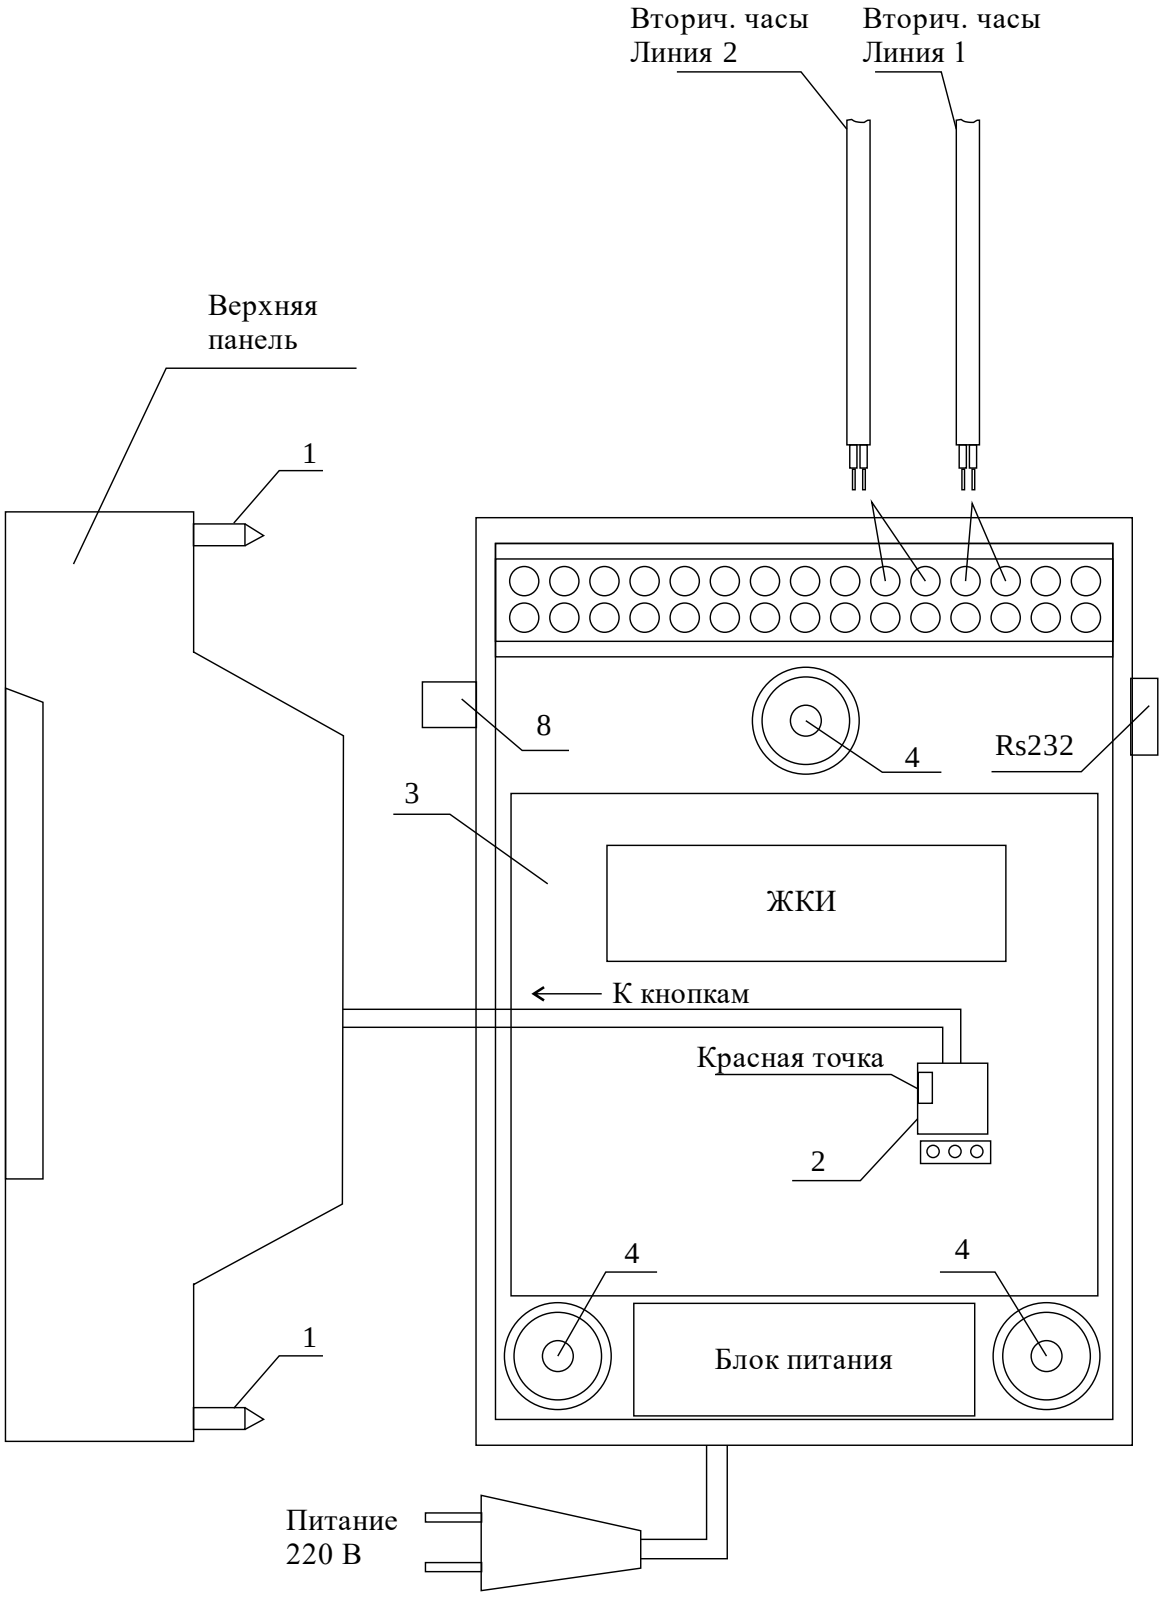

Рис. 1
4.1. Выверните четыре винта 1, расположенных на верхней панели ЧС (см. Рис.1). Осторожно снимите верхнюю панель и отсоедините разъем 2, соединяющий кнопки с печатной платой 3.
4.4. Подсоедините линии вторичных часов в соответствии со схемой рис.1